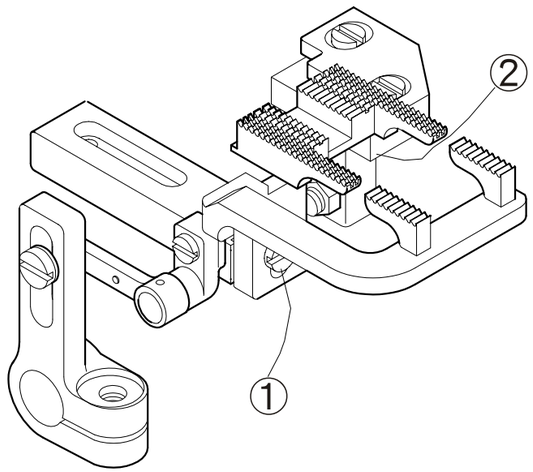

Fig. 22
(2) Afloje los tornillos 1 y 2 de los dientes del transportador dentado principal y diferencial para que cumpla los requerimientos mencionados anteriormente. (Fig. 22)